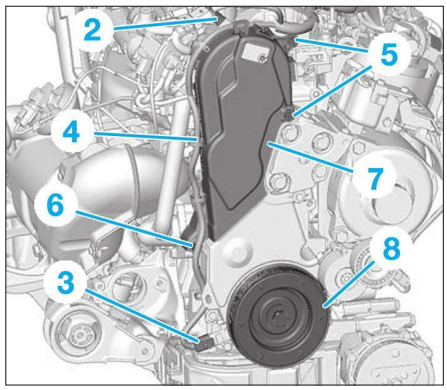

**Fig. 9**
• Dégrafer et écarter le faisceau électrique (4).
- les vis (5),
- l'écrou (6),
- le carter supérieur de distribution (7).
• Débrancher les connecteurs (2) et (3) **(Fig.9)**.